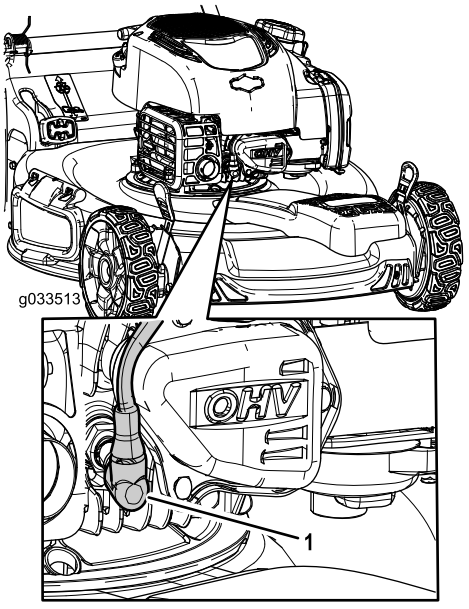

Rysunek 30
2. Przed wykonaniem którejkolwiek z procedur konserwacyjnych odłącz kabel świecy zapłonowej od świecy (Rysunek 30).